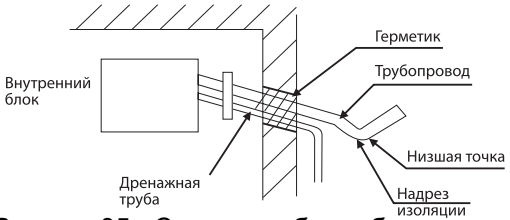

Рисунок 35 - Схема изгиба трубопроводов
• В случае, если отверстие в стене помещения выполнено ниже места установки внешнего блока, трубопроводы должны быть выгнуты соответствующим образом, а изоляция трубопроводов надрезана в низшей точке изгиба, с целью предотвращения попадания в помещение атмосферной воды (см. рисунок 35).